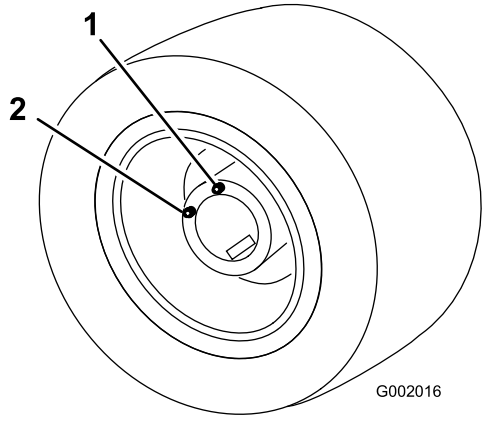

Figur 48
5. Flytta fordonet långsamt tills hjulet är placerat i påfyllningsläge såsom visas i Figur 48.